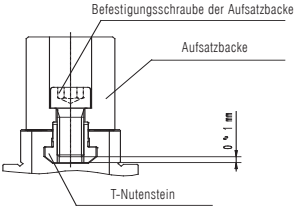

Abb. 20
- **Bei nicht korrekt verwendeten Schrauben bzw. Schrauben mit falscher Länge kann es zu einer Beschädigung des T-Nutensteins kommen. Durch die Verwendung von zu langen Schrauben, die unten aus dem T-Nutenstein herausragen, wird die Aufsatzbacke nicht befestigt, selbst wenn die Befestigungsschraube bis zum Anschlag eingeschraubt ist. Dieses kann ein Lösen der Aufsatzbacke und des Werkstücks zur Folge haben. Aus diesem Grunde ist die Schraubenlänge so zu wählen, dass bei vollständig verschraubter Schraube, ein Abstand von 0 ~ 1 mm zur unteren Fläche des T-Nutensteins eingehalten wird (siehe Abb. 20).**